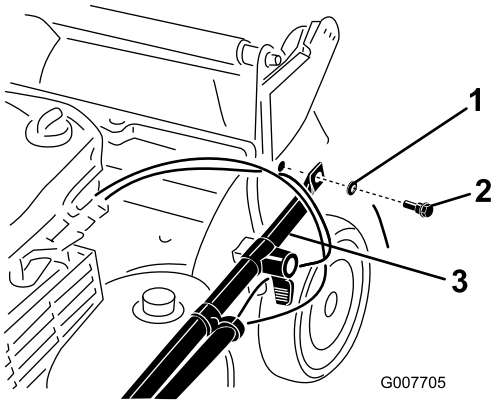

Figuur 3
2. Monteer de uiteinden van de handgreep op de maaikast met 2 ringen en 2 bouten(Figuur 3), **maar draai de bouten niet vast.**